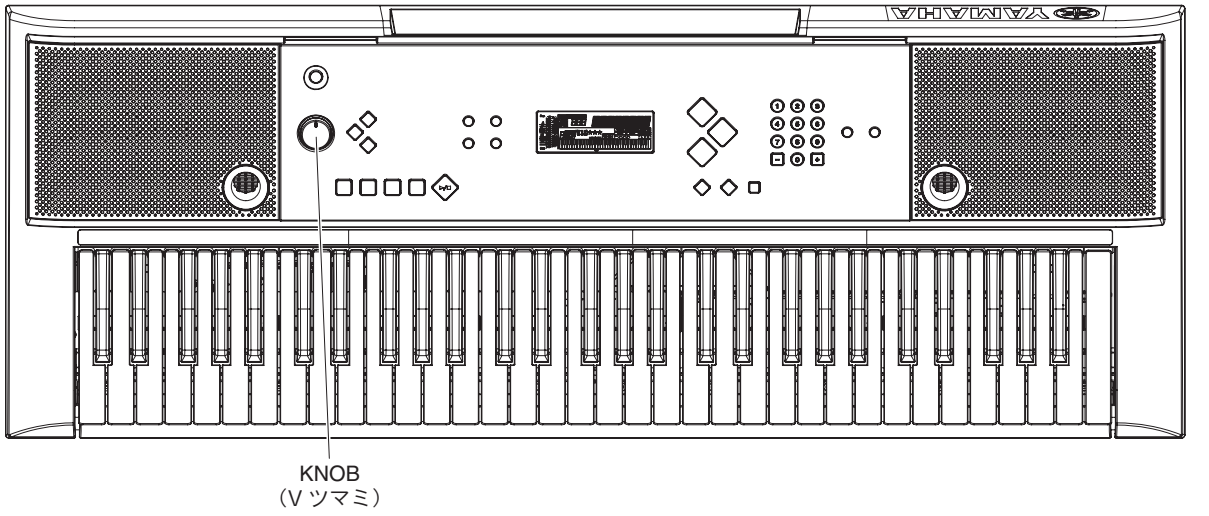
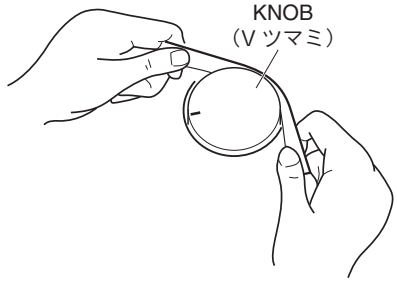

Fig. 1（図 1）
Fig. 5（図 5）
1-1 Remove the five (5) screws marked [80A], two (2) screws marked [90A] and two (2) screws marked [100A]. The lower case assembly can then be removed. (Fig. 1)
* ***When installing the lower case assembly, tighten the two (2) screws marked [90A] first, and then the other screws.***
1-1 ［80A］のネジ 5 本、［90A］のネジ 2 本と［100A］のネジ 2 本を外して、下ケース Ass'y を外します。（図 1）
3-2-1 Remove the knob from the control panel surface. (Fig. 1, Fig. 5)
3-2-1 コントロールパネル面から V ツマミを外します。(図 1、図 5)